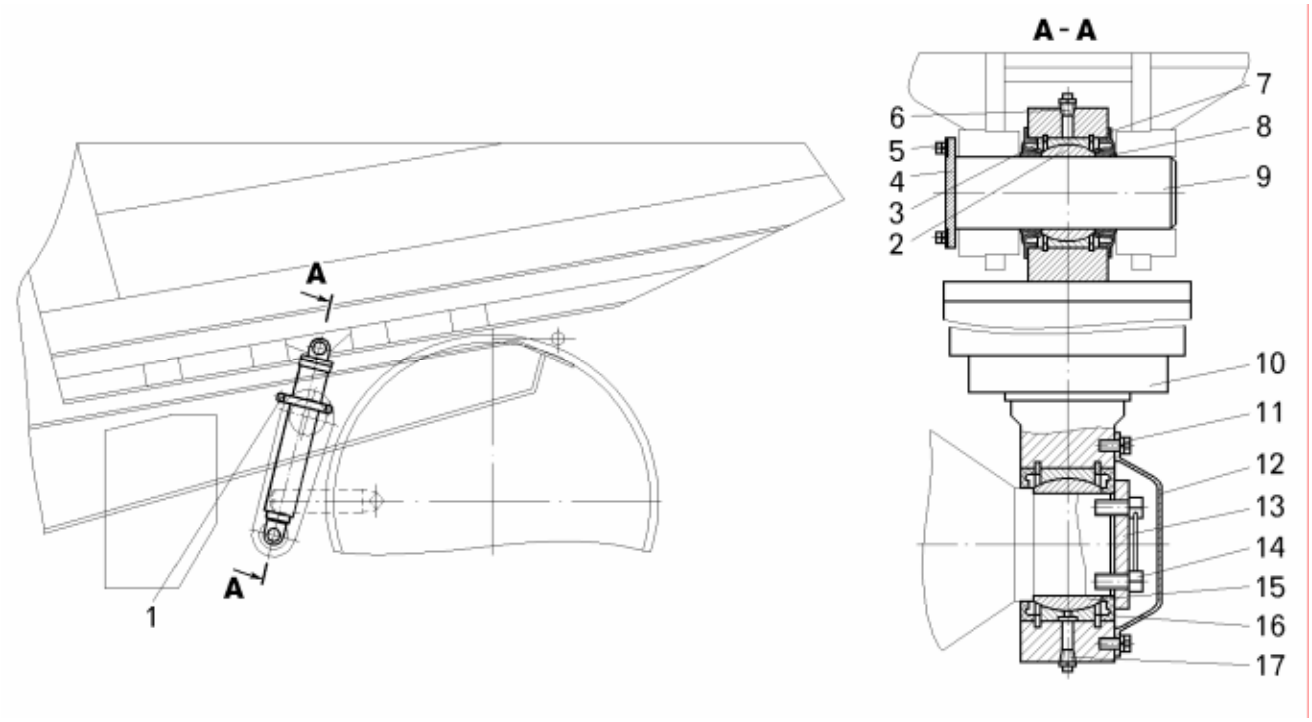

Рисунок 14.2 – Снятие цилиндров опрокидывающего механизма:
– установить технологический хомут 1 (рисунок 14.2) крепления цилиндра к раме (поступает с новым самосвалом);
– извлечь сальники 7, 16 (смотри рисунок 14.2) головки и крышки цилиндра;